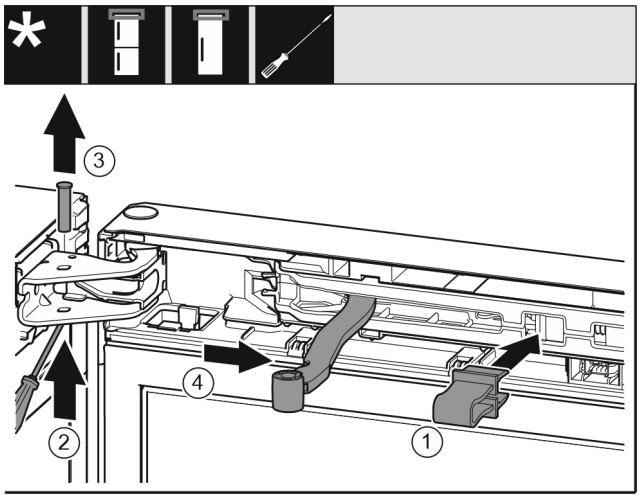

Fig. 11
▶ Fixați în poziție siguranța *Fig. 11 (1)* în deschizătură.
▶ Scoateți prin glisare bolțul *Fig. 11 (2)*.
▶ Extrageți în sus bolțul *Fig. 11 (3)*.
▶ Rotiți articulația *Fig. 11 (4)* în direcția ușii.